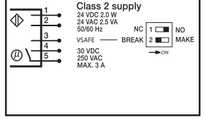
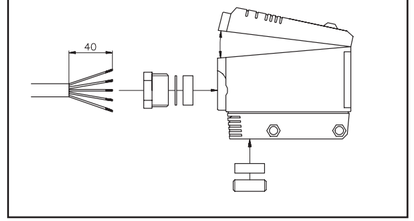

Рис.3 Схема подключения фотоэлементов без теста проверки.
Рис.2 Монтажная схема
2) Вся продукция «ESPE type2» используется в целях безопасности. Устройство контроля проверяет датчик на правильность работы один раз в течение каждого цикла открытия и закрытия. Чтобы использовать работу фотоэлемента таким образом, необходимо подключить его к блоку управления, который исключает ошибку замыкания внутри цепи защиты, того же производителя. Также используйте плату интерфейса IT23. Подключение фотоэлементов показано на рис.2 (испытательные интервалы соответствуют анализу риска или EN12453). Когда тест ошибки не применяется в схеме безопасности, подключение фотоэлемента на рис. 3. Квалифицированный персонал проверяет работу прибора с интервалом не более 6 месяцев.
2) Вся продукция «ESPE type2» используется в целях безопасности. Устройство контроля проверяет датчик на правильность работы один раз в течение каждого цикла открытия и закрытия. Чтобы использовать работу фотоэлемента таким образом, необходимо подключить его к блоку управления, который исключает ошибку замыкания внутри цепи защиты, того же производителя. Также используйте плату интерфейса IT23. Подключение фотоэлементов показано на рис.2 (испытательные интервалы соответствуют анализу риска или UL325). Когда тест ошибки не применяется в схеме безопасности, подключение фотоэлемента на рис.3. Квалифицированный персонал проверяет работу прибора с интервалом не более 6 месяцев.